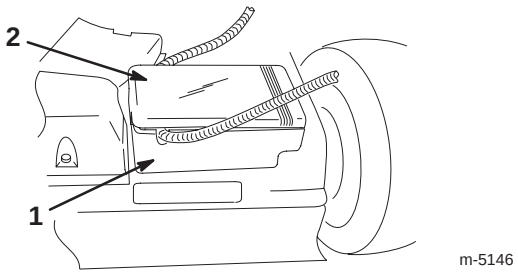

Figur 7
1. Avlägsna locket till batterilådan (figur 7).